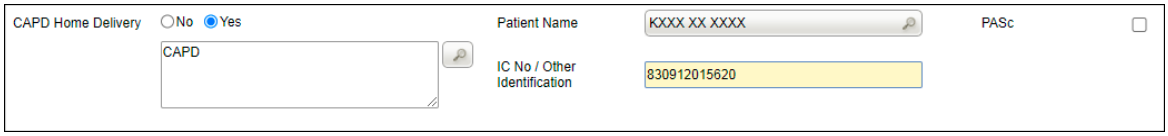

Figure 3.8-7 CAPD Home Delivery
- *Click on the* OK *button to updated data as shown in Figure 3.8-7.*